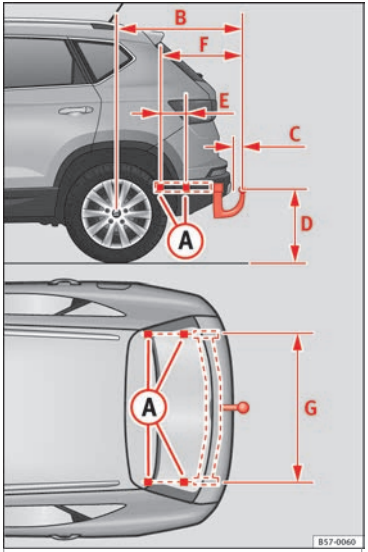

Fig. 221 Limits and attachment points for retrofitting a towing bracket.
If a towing bracket is retrofitted, the distance specifications should always be kept in mind. The distance between the centre of the spherical head and the road ››› Fig. 221 (D) must never be less than that indicated. This also applies when the vehicle is fully loaded, including the technically permissible maximum vertical load on the coupling device.
Distance specifications ››› Fig. 221: